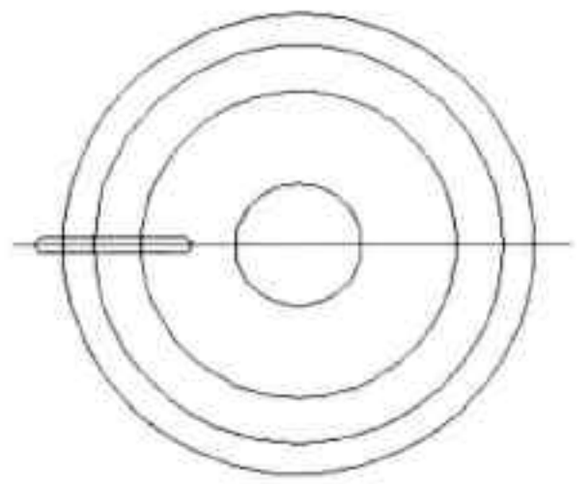

图6-81 绘制圆角矩形
Step08 执行“矩形”命令，绘制一个长 100mm、宽 10mm，半径为 5mm 的圆角矩形，放置在合适位置，如图 6-81 所示。